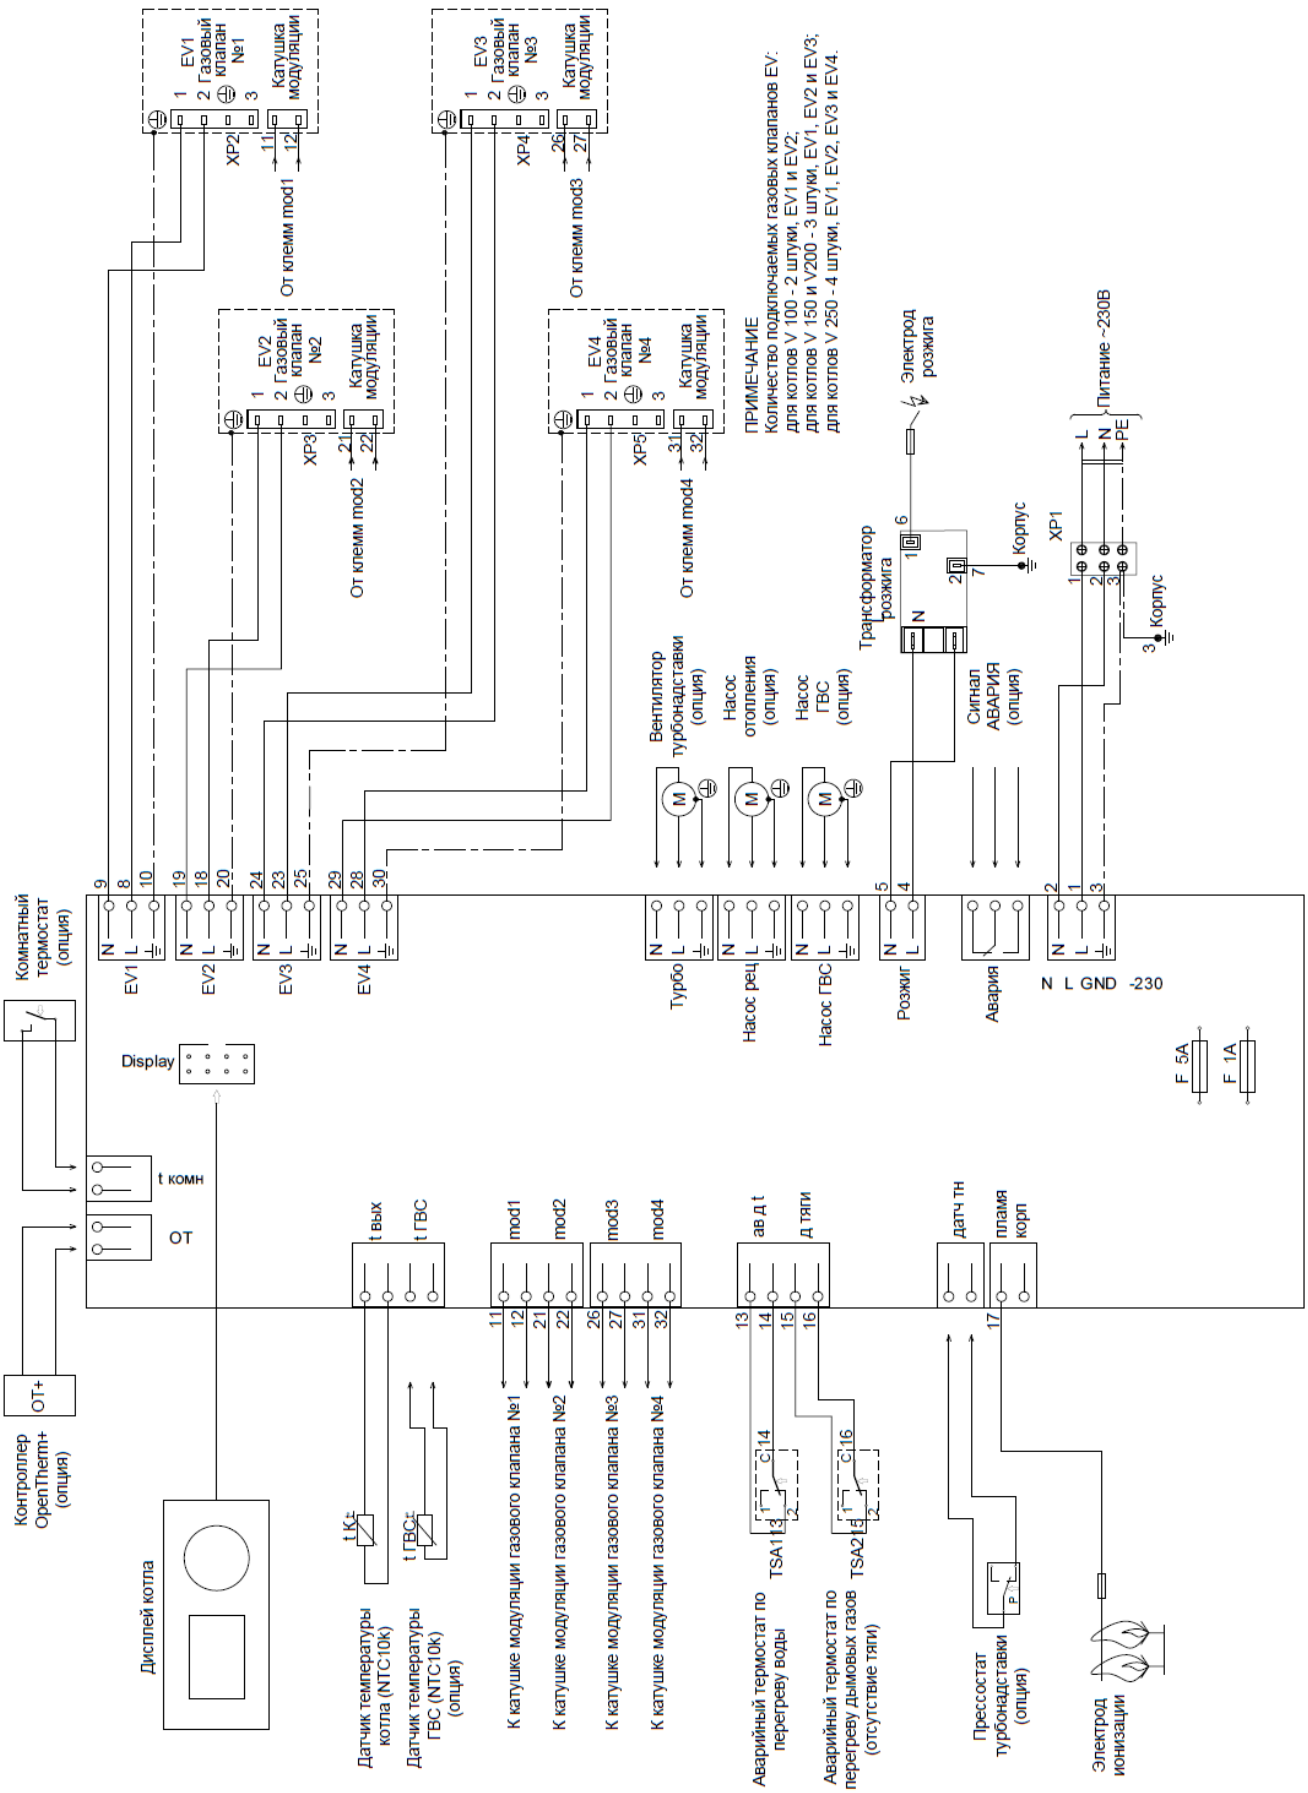

Рисунок 4. Электрическая схема котлов TITAN V 100 – V 250
- подключите насос отопления в соответствии с электрической схемой (Рисунок 4);